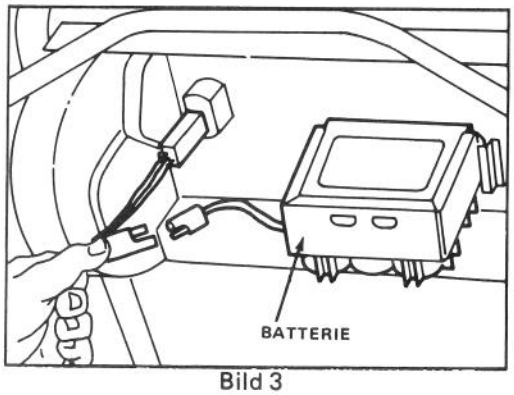

Bild 3
4. Batterieaufladung (Startschlüssel-Modell): Siehe unter Batterieaufladung, Seite 11. Batterie, mit Aufkleberseite nach oben, zwischen die Nuten auf der Rückseite des Schaltbrettes schieben und Drähte verbinden (Bild 3). Schlüssel in Schalter stecken, wenn zum Anlassen des Motors betriebsbereit.